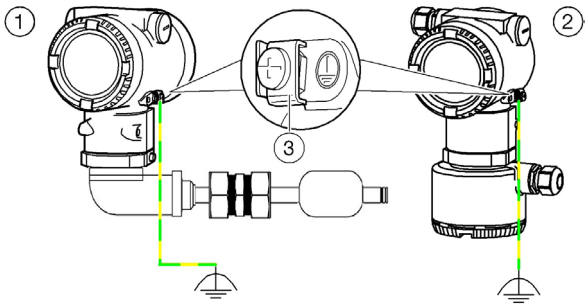

Рис. 4 Подключение заземления на корпусе преобразователя
На внешнем корпусе прибора и в соответствующем разъеме предусмотрена клемма для заземления (PE). Обе клеммы соединены друг с другом (см. рис. 4).